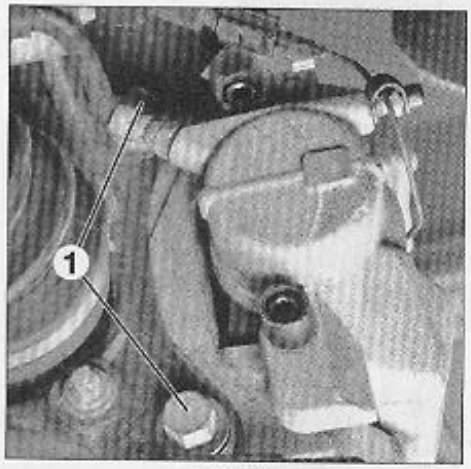

FIG. 7
• **Moteurs 1.9 JTDm,** déposer les 2 vis de fixation (1) du support d'étrier (Fig.7).